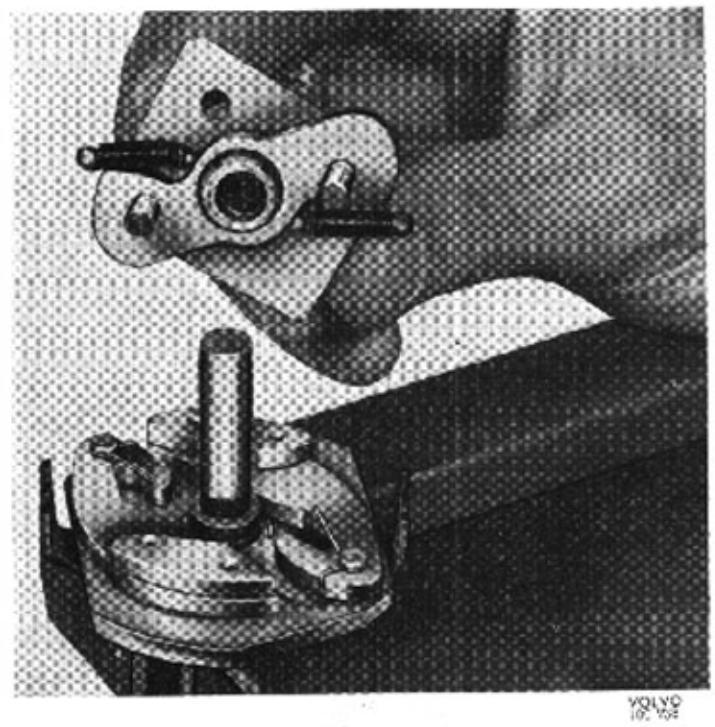

Bild 34-9. Montering av brytarkamaxel
2. Smörj och montera brytarkamaxeln samt sätt på fjädrarna. Bild 34-9.